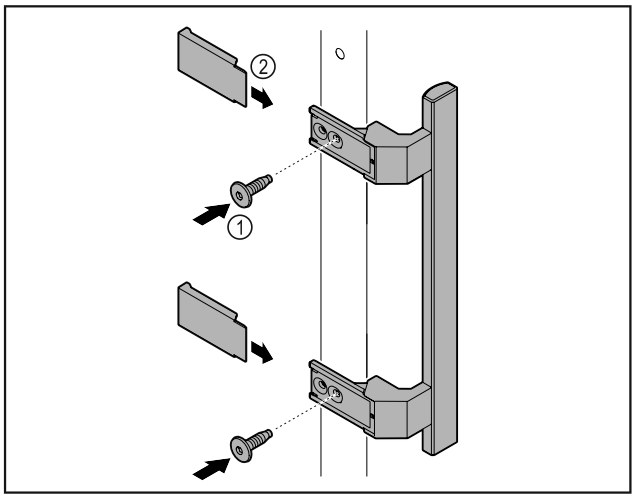

Fig. 3
- ▶ Установите на двери ручку из набора принадлежностей, используя прилагающиеся винты *Fig. 3 (1)*.
- ▶ Установите крышку *Fig. 3 (2)*.